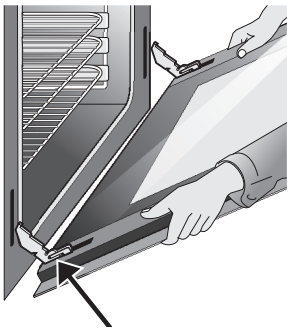

**Figure 40: Holding door for removal**
4. Keep pulling the bottom of the door toward you while rotating the top of the door toward the appliance to completely disengage the hinge levers (Figure 40).
1. Firmly grasp both sides of oven door along the door sides. Do not use the oven door handle (Figure 40).
2. Holding the oven door at the same angle as the removal position, seat the hook of the hinge arm over the roller pins located on each side of the oven door frame (Figure 40). The hook of the hinge arms must be fully seated onto the roller pins.